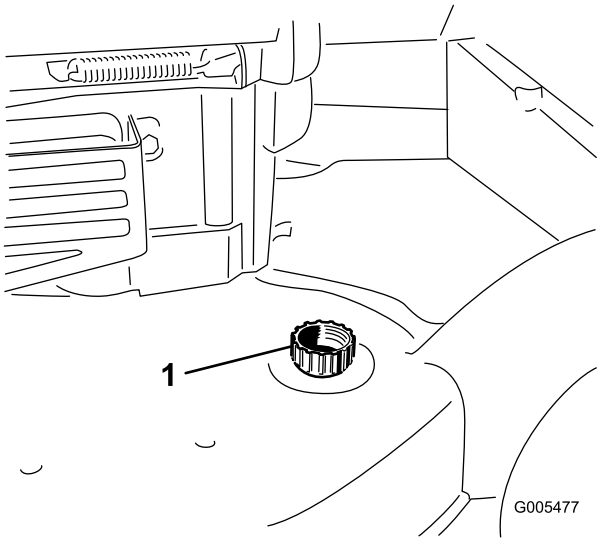

Figuur 39
3. Bevestig een tuinslang die aangesloten op een kraan, aan de wasaansluiting op de maaikast (Figuur 39).